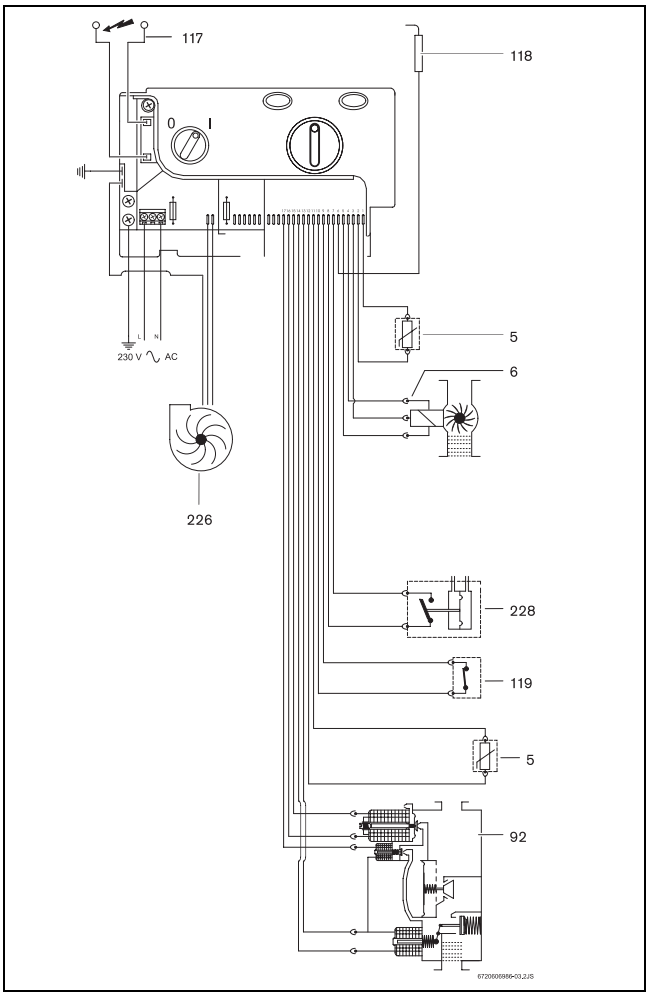
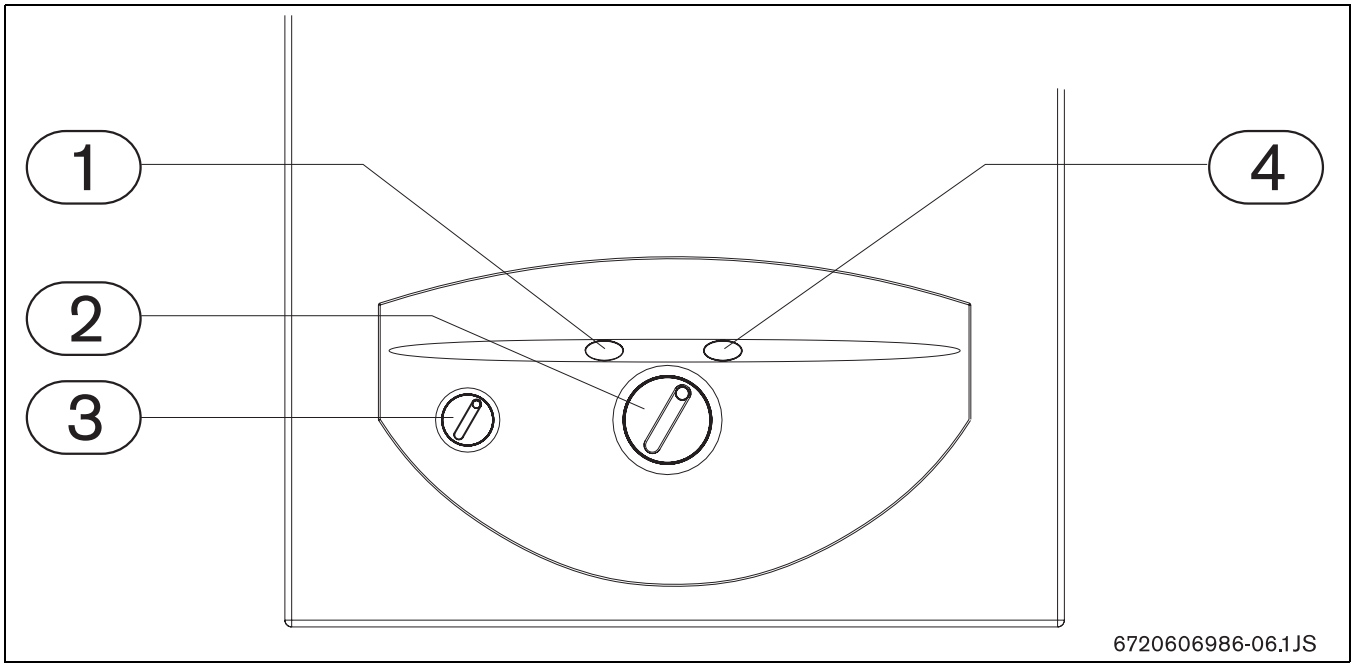

Рис. 3 Електрична схема
Рис. 7
Відчинити газовий та водяний запірні вентилі і перевірити щільність усіх гідравлічних та газових з'єднань. Переключити перемикач (Рис. 7, елемент 3) у робоче положення (розділ 3.2), після чого колонка готова до експлуатації. Як тільки буде відкрито кран гарячої води, від датчика розходу води (Рис. 3, ел. 6) надходить сигнал до електронного блоку. У наслідок сигналу:
- запальний пристрій починає виробляти іскри та, одночасно, відкривається газовий клапан (Рис. 3, ел. 92);
- електрод іонізації (Рис. 3, ел. 118) відслідковує наявність полум'я;
У випадку помилки засвітлюється світлодіодний індикатор на кнопці перезапуску (Рис. 7, ел. 1). Колонку можна перезапустити тільки після того, як буде усунута проблема та натиснута кнопка перезапуску. Для визначення помилки дивитися главу 8 цієї інструкції.